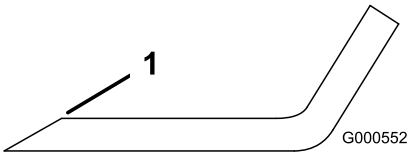
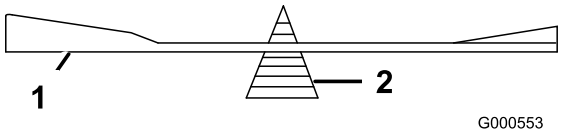

Figuur 50
Figuur 51
1. Gebruik een vijl om de snijranden aan beide uiteinden van het mes te slijpen (Figuur 50). Houd daarbij de oorspronkelijke hoek in stand. Het mes blijft in balans als u van beide snijranden dezelfde hoeveelheid materiaal verwijdert.
2. Controleer de balans van het mes met een mesbalans (Figuur 51). Als het mes horizontaal blijft, is het in balans en geschikt voor gebruik. Als het mes niet in balans is, moet u wat metaal afvijlen van het uiteinde van de vleugel (Figuur 50). Herhaal dit indien nodig totdat het mes in balans is.